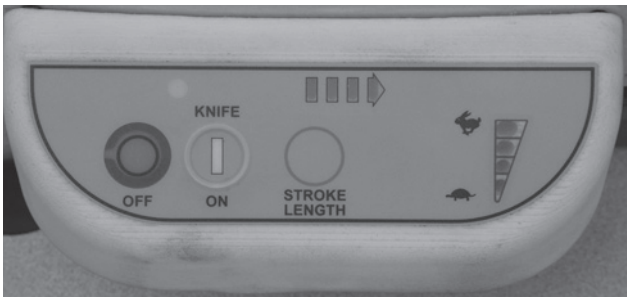

Fig. 5
- Tournez la trancheuse en appuyant sur le bouton « KNIFE ON » (Fig. 5).
- Utilisez la poignée du plateau (Fig. 1) pour pousser et tirer le plateau d'avant en arrière afin de trancher. Une fois terminé, tirez le plateau en avant jusqu'à ce qu'il soit en butée. Tournez le bouton de réglage au maximum dans le sens des aiguilles d'une montre pour fermer la plaque de calibrage. La trancheuse sera ainsi éteinte. Le bouton « OFF » (Fig. 5) permet aussi d'éteindre la trancheuse.
- Sélectionnez une des quatre vitesses pour permettre le va-et-vient du plateau. Sélectionnez le symbole Lapin (Fig. 5) pour augmenter la vitesse. Sélectionnez le symbole Tortue (Fig. 5) pour limiter la vitesse. Le témoin de vitesse à droite des symboles indique la vitesse sélectionnée. La vitesse peut être modifiée en permanence.
- Sélectionnez une longueur de course pour le va-et-vient du plateau. Appuyez sur le bouton « STROKE LENGTH » (Fig. 5) pour changer de longueur. Le témoin lumineux au-dessus du bouton indique la longueur. Plus il est éclairé, plus la course est longue. La longueur de la course peut être modifiée en permanence.
- Une fois terminé, tournez le bouton de réglage au maximum dans le sens des aiguilles d'une montre pour fermer la plaque de calibrage ou appuyez sur le bouton « KNIFE ON » (Fig. 5) pour arrêter la trancheuse. La trancheuse s'arrête et le plateau retourne en position de base.